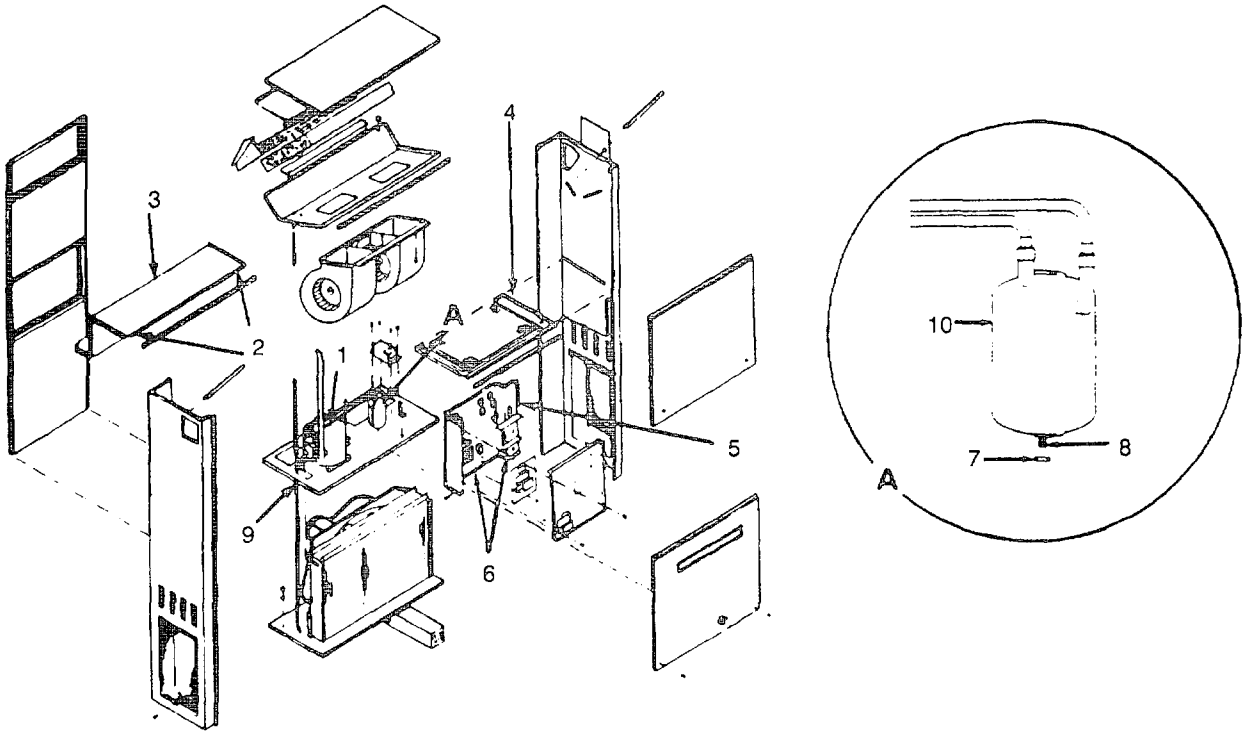

Figure 5-4. Accumulator
(1) Discharge the refrigerant system. See para 5-5.
(2) Tag and remove wiring at the compressor (1, Figure 5-4).
(3) Remove the two screws (2) holding the dividing wall (3). Lift out filter brackets (4) and pull the dividing wall (3) up.
(4) Remove the control box (5) cover. See para 4-23.
(5) Remove the two screws (6) securing the control box (5), and slide the box forward.
(6) Reach into the right side door assembly and remove the nut (7) on the accumulator stud (8) on the bottom of the base pan (9).